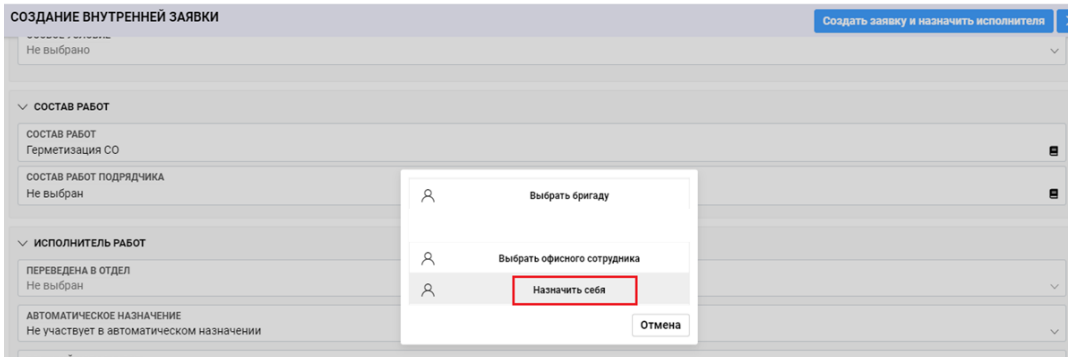

Рисунок 29 - Выбор типа исполнителя - «Назначить себя»
- Исполнителем можно назначить офисного сотрудника при выполнении удаленной работы с подключением к техническим устройствам вне офиса, а также при выполнении административно-офисных работ по Заявке. Диспетчер, создающий Заявку, при наличии допуска может быть назначен Исполнителем для выполнения работ по Заявке. Нажимаем строку формы Заявки «Текущий Исполнитель», в открывшемся меню выбираем исполнителя нажав кнопку «Назначить себя» (Рис. 29).